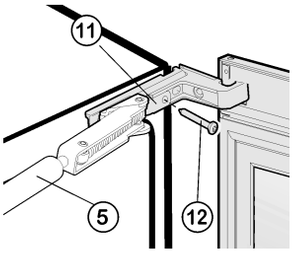

Fig. 7
- ▶ Set the soft stop mechanism *Fig. 7 (5)* at an angle and carefully lay it on the front face of the appliance.
- ▶ Unscrew the middle screw *Fig. 7 (12)* from the bearing of the soft stop mechanism *Fig. 7 (11)*.
- Carefully lay the soft stop mechanism *Fig. 7 (5)* on the front face of the appliance.